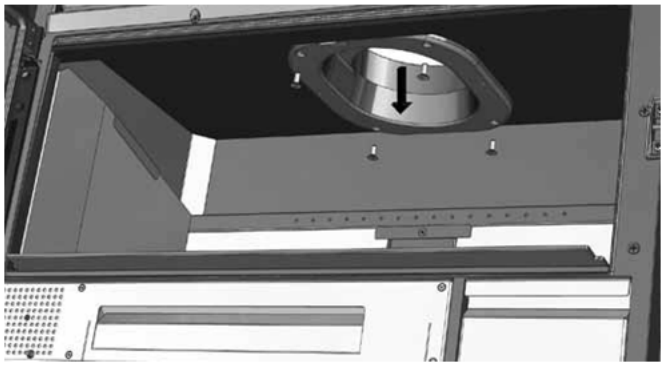

FIG. 11
1. Allentare le quattro viti che fissano l'attacco al cielo del focolare compatto (Fig. 11).